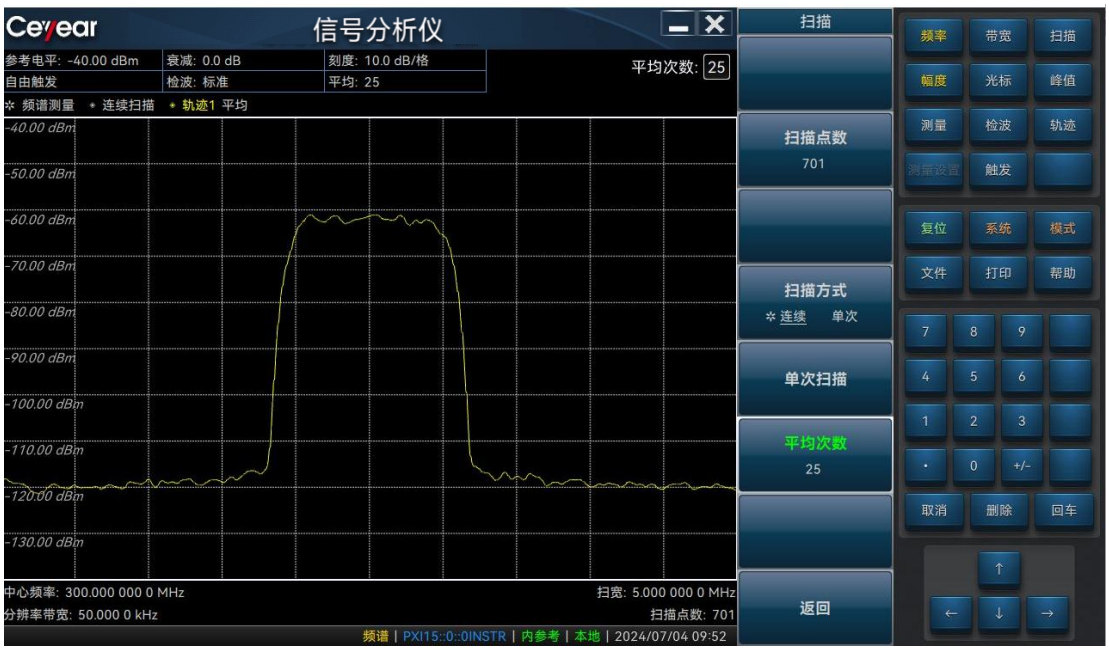

图 3.29 采用轨迹平均测量小信号
- 输入数字 25，按【回车】，或软菜单中[确认]键，如图 3.29。